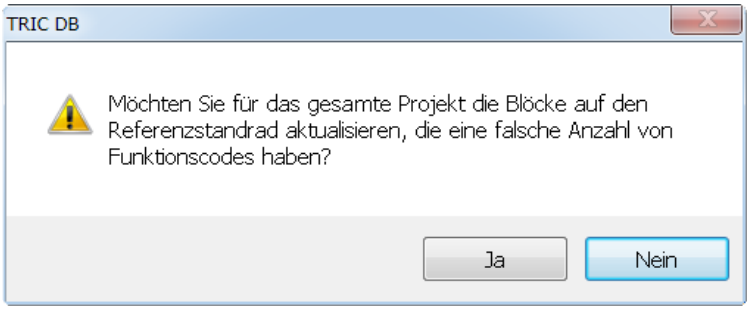

Bild 9.4 – Datenpunkt-Inkonsistenz, Aktualisierungsumfang
- Wenn Sie bestätigen, so werden die Blöcke auf die Projektreferenzen aktualisiert. Daraufhin erscheint ein weiterer Dialog, in dem Sie bestimmen können, ob die Aktualisierung für das gesamte Projekt durchgeführt werden soll (Abb. 9.4).